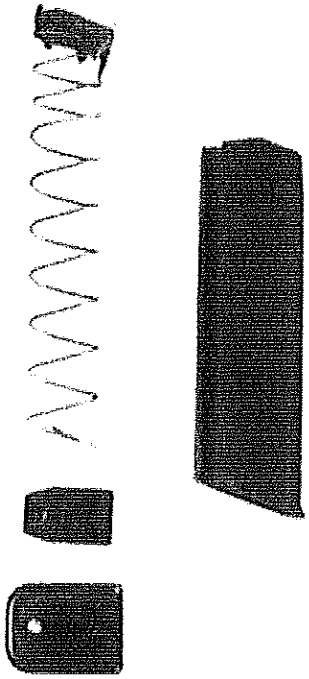

Figure B-11. Glock 19 Magazine Disassembled.
4. Remove the magazine spring and follower from the magazine tube (see fig. B-11 on page 188).